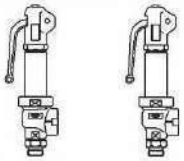

Fig. 945 946
- TÜV · SV · . . -997 · D/G/H **Fig. 945**